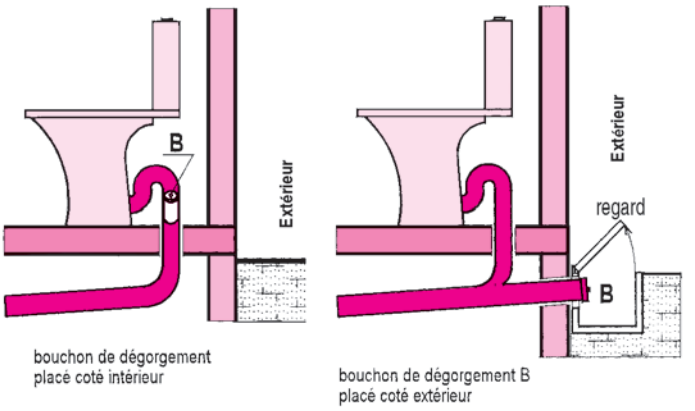

Fig. 16 : Prévision de dégorgement (bouchons)
Les trajectoires des conduites et gaines sont simplement schématisées, pour l'entreprise qui assure la mise en œuvre, avec les cotes d'implantation des sorties de plancher (cf. fig. 9 et 21 et détails fig. 16 à 20).
- la prévision de bouchons de dégorgement (fig. 16) ;
- la possibilité de tringlage des évacuations d'eaux chargées ou d'action par injection d'eau grâce à des regards extérieurs (fig. 16).